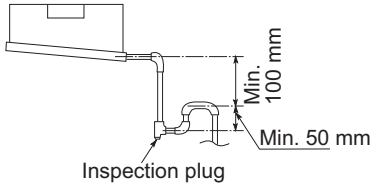

Fig. 2-165
(5) Also, in another part of the pipe arrangement, prepare traps with an inspection plug to clean dust or debris that may cause leaking of water. (Fig. 2-165)
(6) After connecting the drain piping, slowly pour water into the drain pan to check that the water drains smoothly.